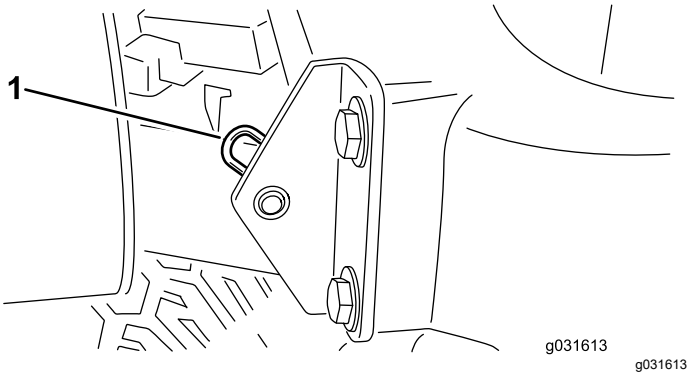

Figur 31
2. Ta bort hårnålssprinten som fäster motorhuvstappen till fästskivorna (Figur 31).